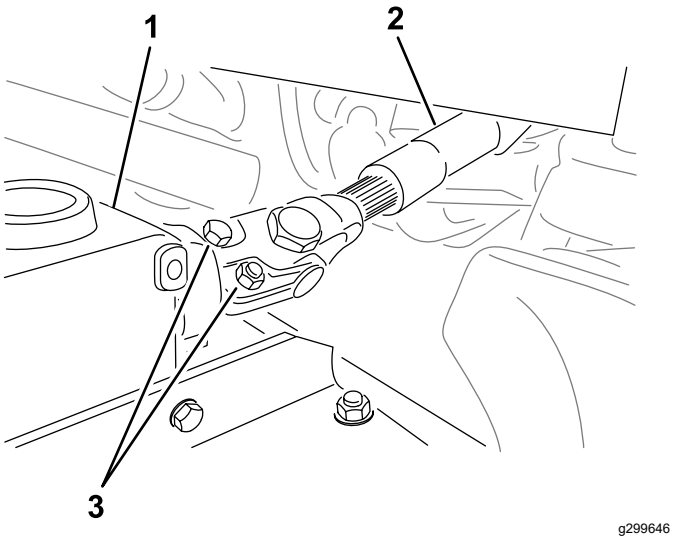

Figure 4
3. Glissez la chape de l'arbre de PDF sur l'arbre du boîtier d'engrenages et fixez les arbres ensembles avec 2 boulons et écrous insérés en sens opposé l'un à l'autre (Figure 4).
4. Serrez les boulons et les écrous (Figure 4) ; voir le *Manuel de l'utilisateur* pour les couples de serrage spécifiés.